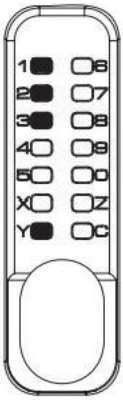

FIGURA 4A
2) Establecer nueva contraseña : Mantenga presionada la tecla Y. sin soltando, luego ingrese la nueva contraseña (la contraseña no puede ser repetido), como se muestra en la Figura 4A. Luego liberar la tecla Y y girar la perilla una vez, como se muestra en la Figura 4B, y el nueva contraseña será se configurará correctamente. Después de configurar correctamente el nuevo